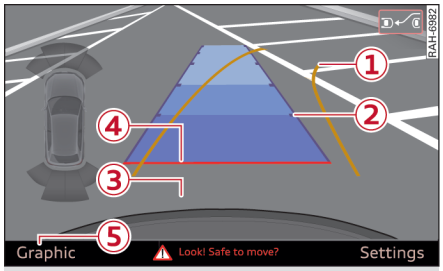

图 140 MMI：测定车位位置
▶ 如要调出视觉显示，请按压控制按钮 Graphic（图像）⑤⇨ *110 页，图 140。*
▶ 橙色定向线 ① 指示汽车的行驶轨迹。转动方向盘，直到橙色定向线进入停车场空位 ⇨ *图 140。*借助标记 ②，您可以估计至障碍物的距离。每个标记相当于约 1 米。蓝色标记面显示汽车轮廓向后约 5 米的延伸。
▶ 倒车，在行驶过程中借助停车场空位的橙色定向线调整转向角度 ⇨ ⚠，*在一般提示中，见第 109 页*、⇨ ⓘ，*在一般提示中，见第 110 页。*③ 标志着后保险杠。最迟在红色定向线 ④ 接触到一个障碍物时就不要再继续行驶！